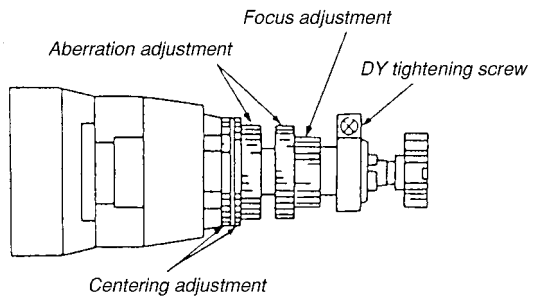

Fig. 5-1-17.
1) Use the centering adjustment ring and adjust so that the left, right, top, and bottom sides of the display are uniform. (Refer to Fig. 5-1-17.)
1) Adjust the focus ring to obtain the optimum focus. (Refer to Fig. 5-1-17.)